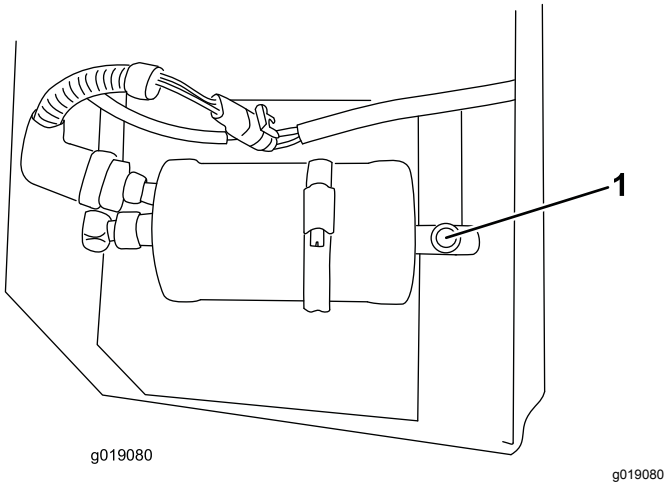

Rysunek 15
1. Sprawdź poziom czynnika chłodniczego, korzystając z wziernika w zbiorniku (Rysunek 15).